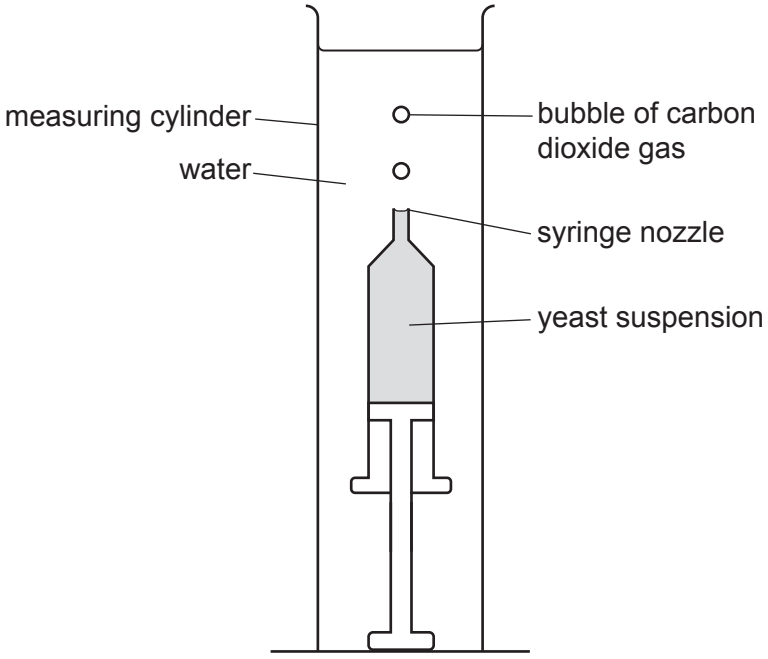

Fig. 1.1
Step 2 Gently lower the syringe into the measuring cylinder, as shown in Fig. 1.1.